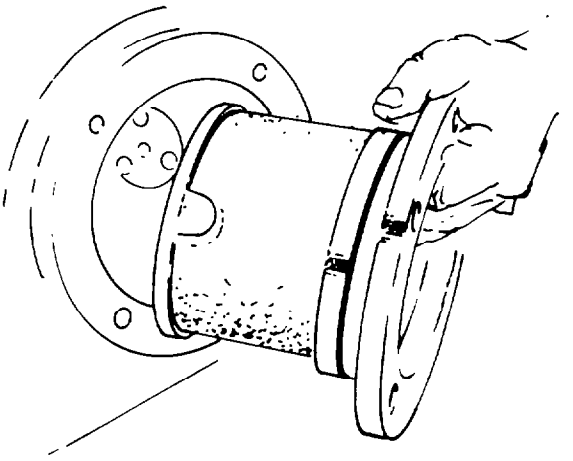

Fig. 323 — Installing Retainer
n. Place the shim pack which was removed and wired together at initial disassembly, or new shims of equal thickness, onto the bearing retainer. Fit a new O-ring onto the bearing retainer, then install the retainer into the carrier housing with the aid of alignment pins. Ensure the bearing retainer alignment pin is aligned with the slot in the left-hand bearing cup (see figs. 323 and 324).